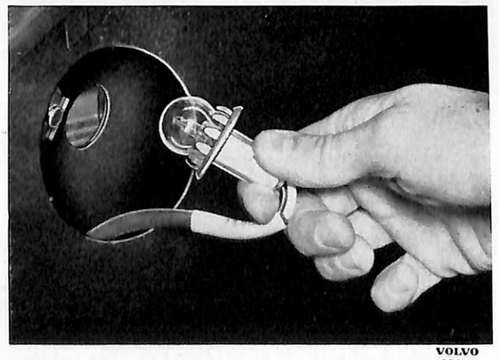

Bild 25. Glödlampsfastsättning, mellanutf.
1. Lampan är åtkomlig för byte från bagageutrymmet. Lamphållaren lossas genom att densamma brytes åt sidan. Se bild 25.